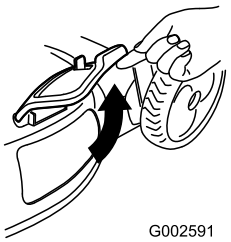

Figuur 31
2. Zet het deurtje van het zijuitwerpkanaal open (Figuur 31).